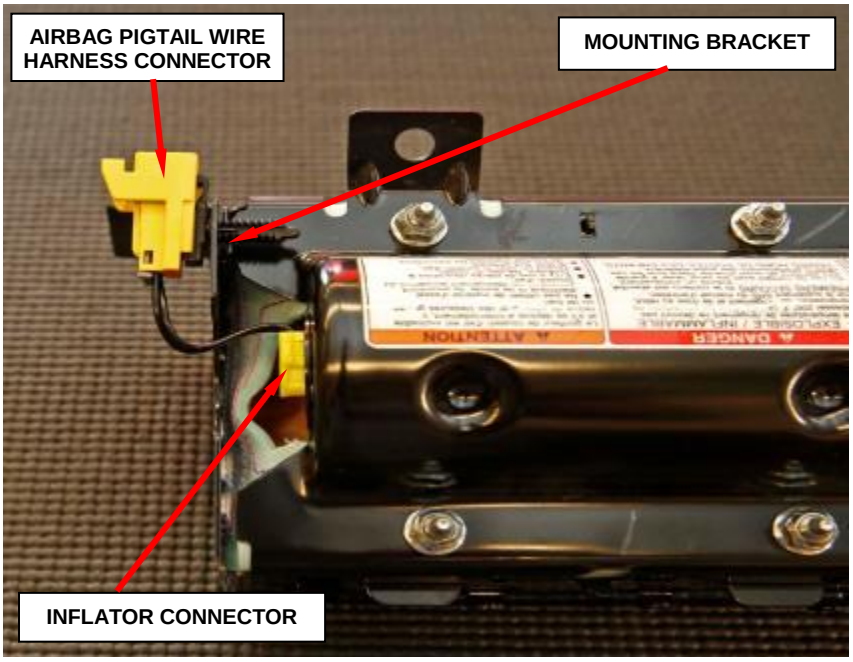

Figure 39 – Wire Jumper Connectors
k. Connect the new airbag pigtail wire harness connector to the mounting bracket on the housing (Figure 39).
l. Connect the new inflator connector to the inflator (Figure 39).